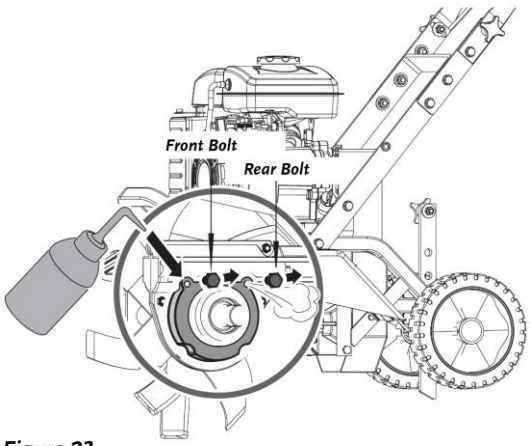

Figure 23
3. Remove the two Bolts above the Shaft using a 13mm Wrench (***Figure 23***).